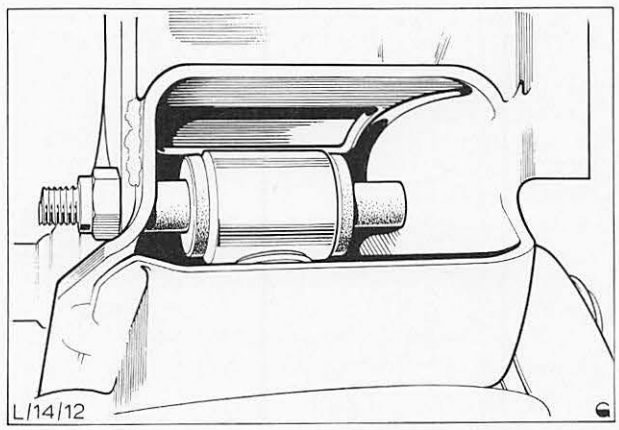

Abb. 53 Obere Stoßdämpferbefestigung
4. Obere Befestigungsschraube des Stoßdämpfers entfernen, Abb. 53.